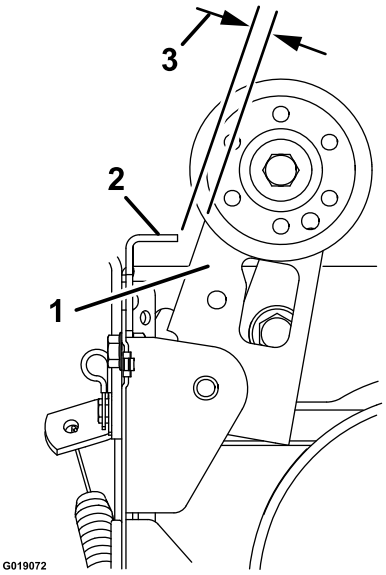

Bild 36
3. Stellen Sie die Spannschraube ein, bis der Abstand zwischen der Kehrbürstenkupplung und der Nase 3,2 mm beträgt (Bild 36).